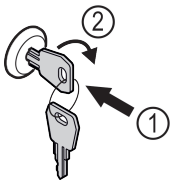

Fig. 133 Reprezentare exemplificatoare
▶ Introduceți cheia prin apăsare *Fig. 133 (1)*.
▶ Rotiți cheia cu 90° în sensul acelor de ceasornic *Fig. 133 (2)*.